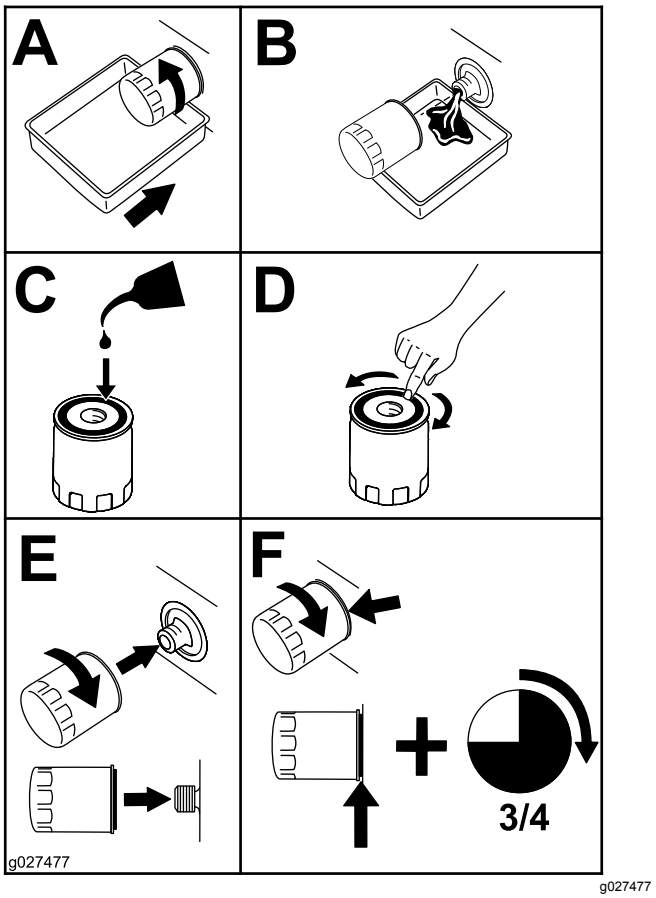

Figura 49
4. Cambiate il filtro dell'olio motore come mostrato nella Figura 49.